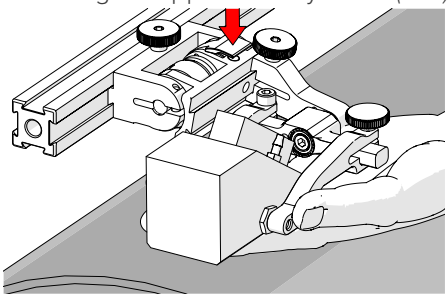

Fig. 148 - Lift and press latch button
3. Lift probe slightly and press latch button *(Fig. 148)* to apply spring pressure to the wedge.